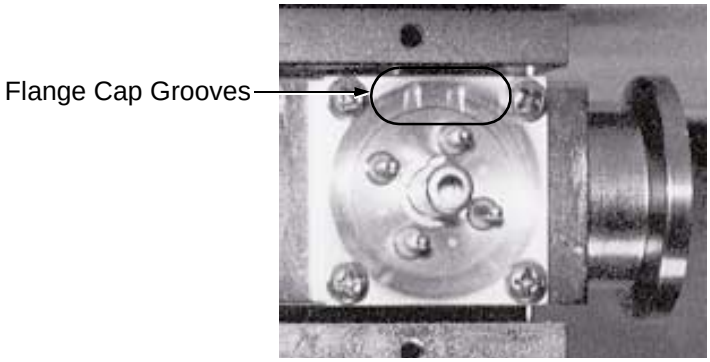

Figure 5-51 Flange Cap Grooves Aligned with Button TC Center Post Key
3. Replace the Button TC flange cap so that the grooves in the depression of the flange cap line up with the center post key (Figure 5-51).